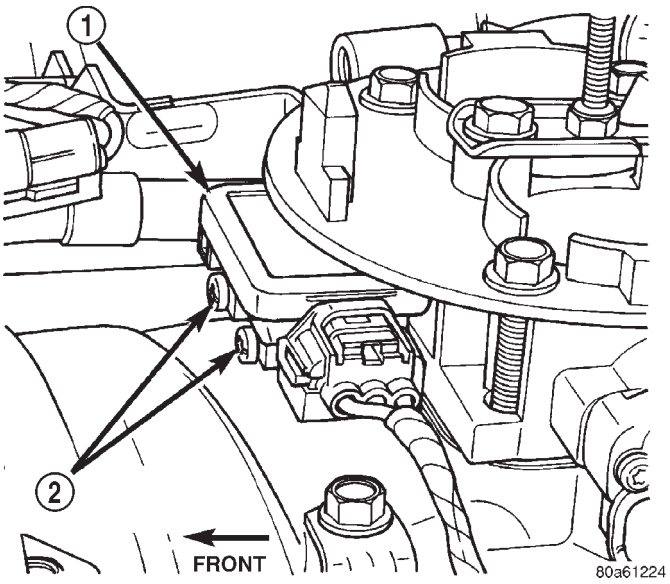
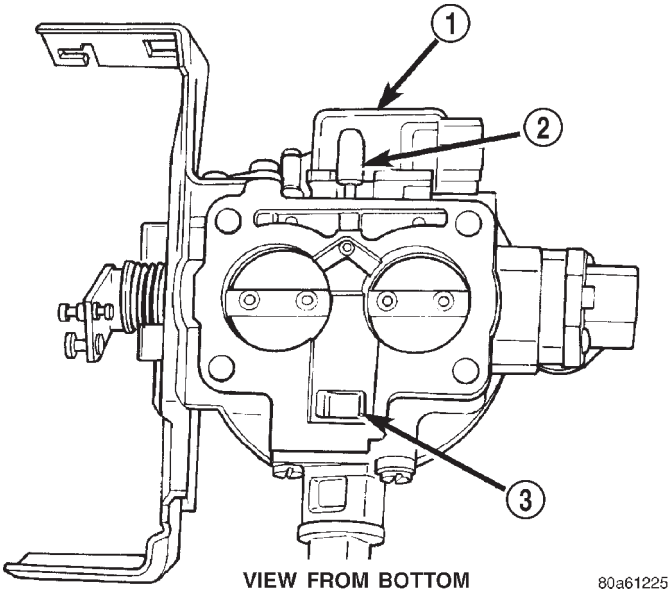

Fig. 35 MAP Sensor Location—5.9L Engines
Fig. 36 MAP Sensor L-Shaped Rubber Fitting—5.9L Engines
The MAP sensor is located on the front of the throttle body (Fig. 35). An L-shaped rubber fitting is used to connect the MAP sensor to throttle body (Fig. 36).
(1) Remove air cleaner assembly.
(2) Remove two MAP sensor mounting bolts (screws) (Fig. 35).
(3) While removing MAP sensor, slide the vacuum rubber L-shaped fitting (Fig. 36) from the throttle body.
(4) Remove rubber L-shaped fitting from MAP sensor.